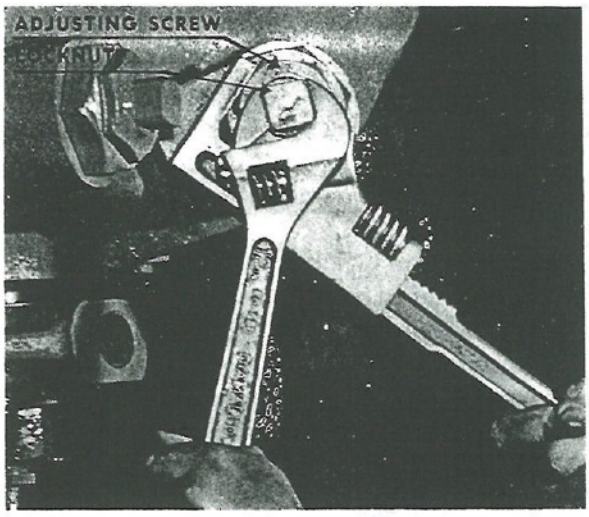

Fig. 147. Adjusting Bumpers on Reversing Mechanism
b. Occasionally, it may be necessary to adjust the bumpers controlling the arc of the position of the cams in respect to the tappet rollers. Fig. 147 shows how this adjustment is accomplished outside of the mechanism housing.